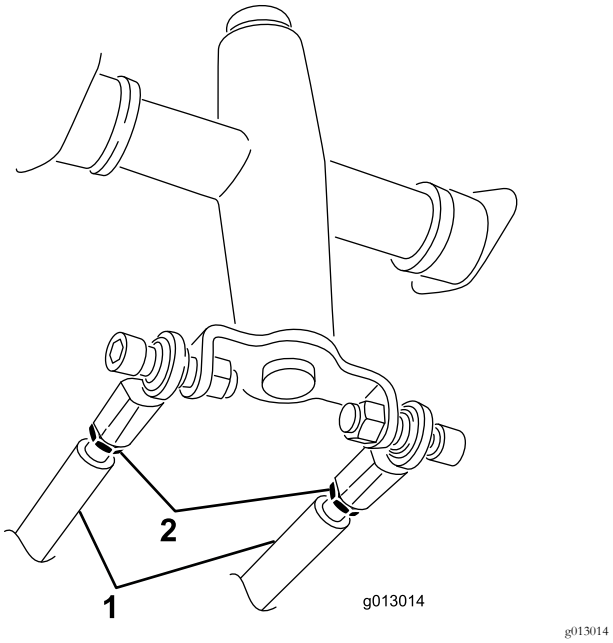

Figur 57
3. Lossa kontramuttrarna på drivstängerna, under reglagepanelen (Figur 57).